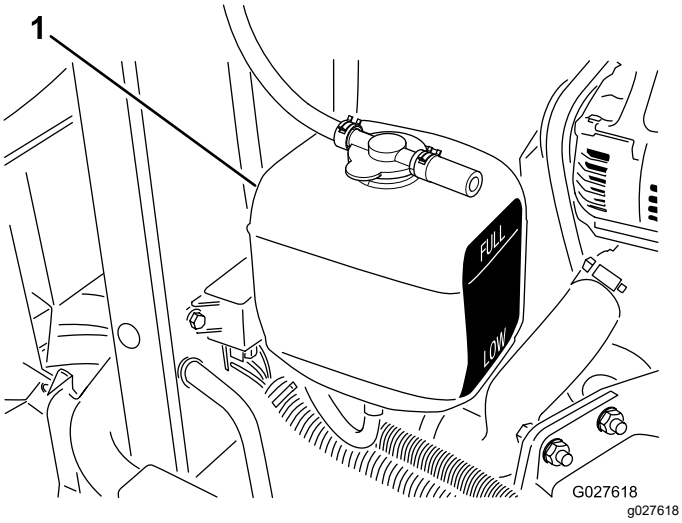

Rysunek 68
2. Należy sprawdzać poziom płynu w zbiorniku wyrównawczym (Rysunek 68).